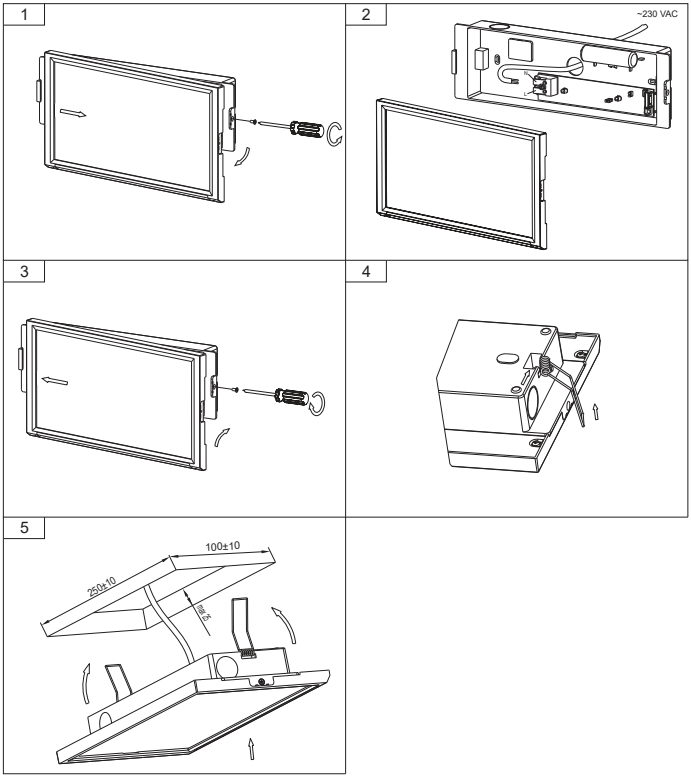

Рисунок 9 – Монтаж ДПА 3000
4.5.6 Для монтажа и подключения светильника ДПА 3000 к сети 230 В~ необходимо (рисунок 9):